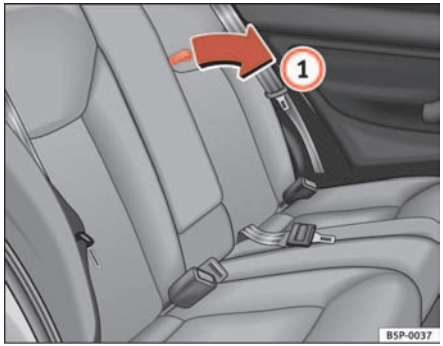

Fig. 107 Opening the rear drink holders
– To open, pull the loop in the direction of the arrow ⇒ fig. 107 (1).